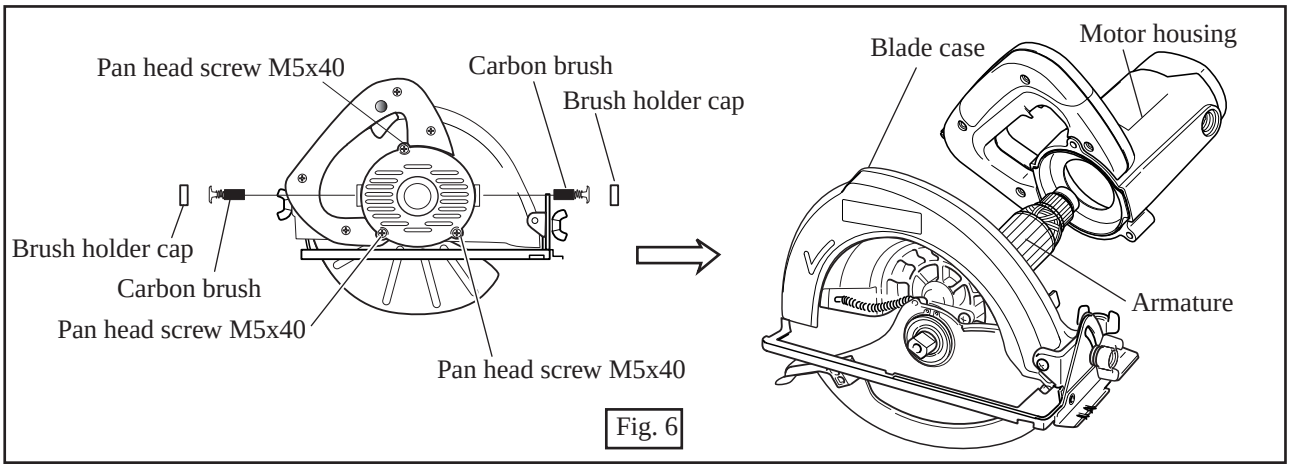
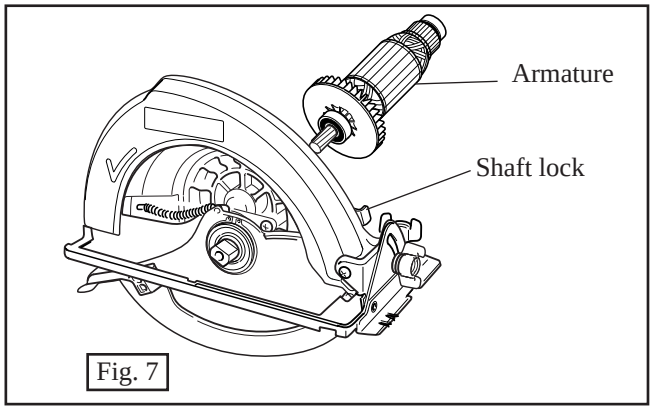
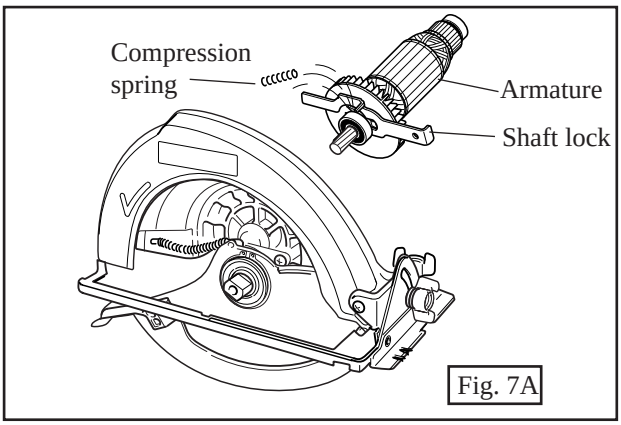
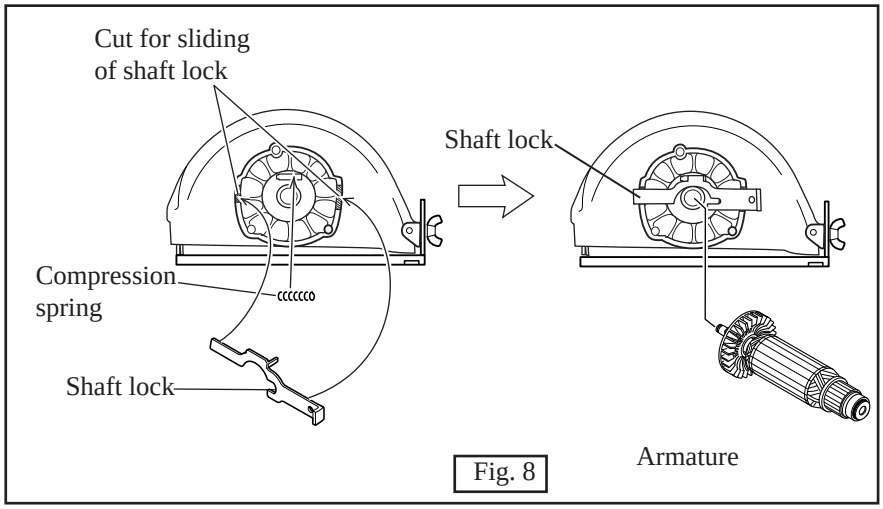

Fig. 6
Fig. 7
Fig. 7A
Fig. 8
(1) After removing brush holder cap and carbon brushes, unscrew 3 pcs. of pan head screw M5x40. And separate motor housing from blade case. See Fig. 6.
(2) Remove armature from blade case. See Fig. 7.
In case that the shaft lock is removed together with armature as illustrated in Fig. 7A, be careful, not to lose compression spring.
(1) In case that armature is removed as illustrated in Fig. 7, mount armature to blade case. In case of removing as illustrated in Fig. 7A, mount shaft lock and compression spring to blade case, before mounting armature. See Fig. 8.
(2) Mount motor housing and secure it with 3 pcs. of pan head screw M5x40. Refer to Fig. 6.
(2) With referring to Fig. 6, Fig. 7 or Fig. 7A at page 3, separate motor housing and armature from blade case.
(3) After removing tension spring, remove retaining ring S-38 with "No.1R003 Retaining Ring Plier"